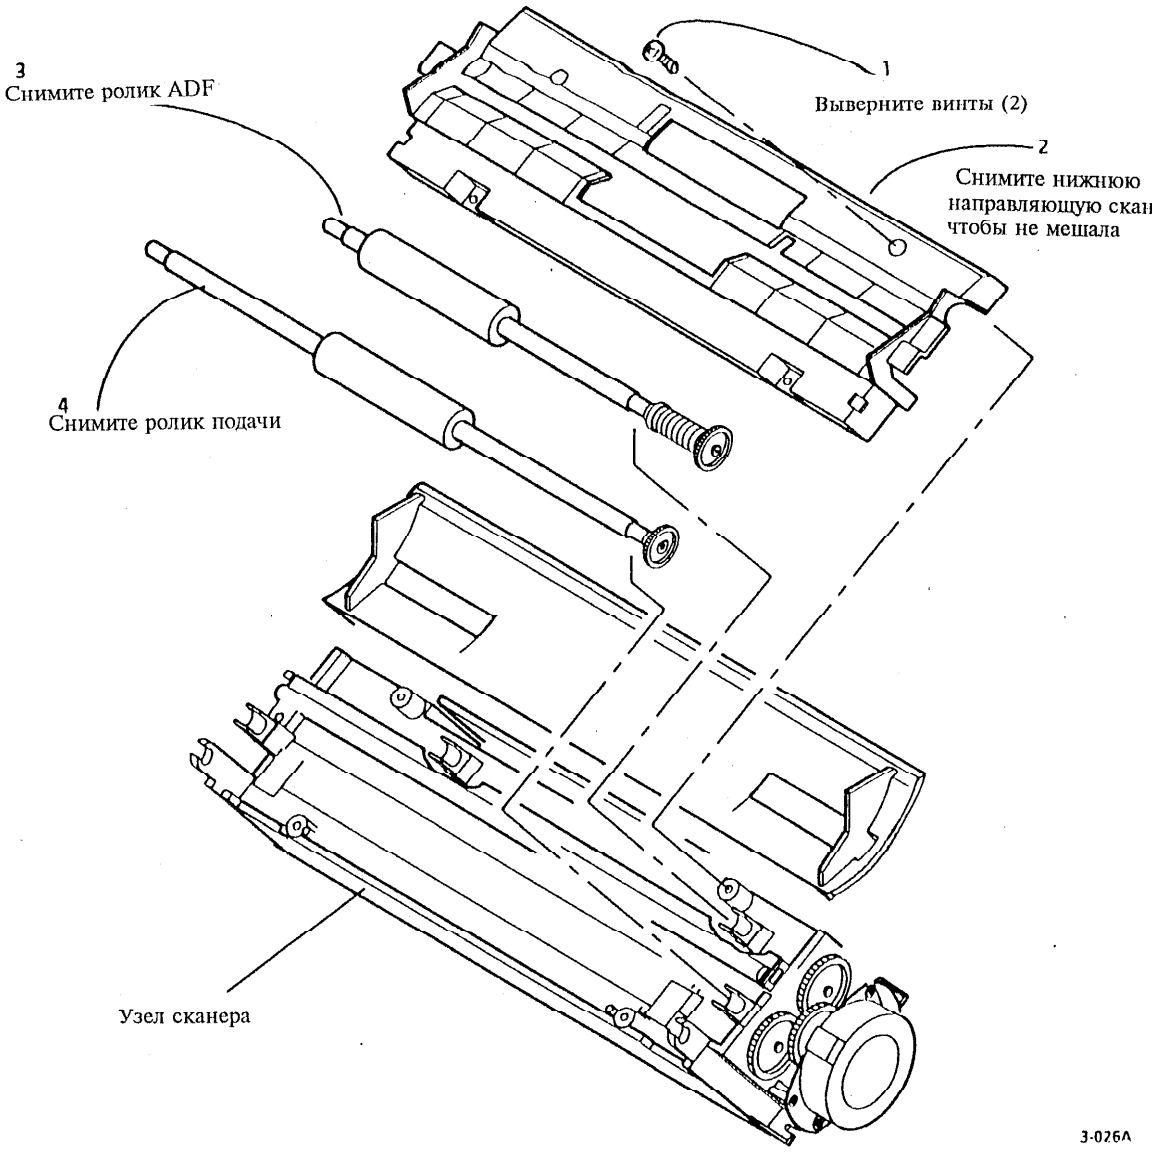

Рис. 1 Снятие ролика ADF и ролика подачи
2. (Рис. 1): Снимите ролик ADF и ролик подачи.